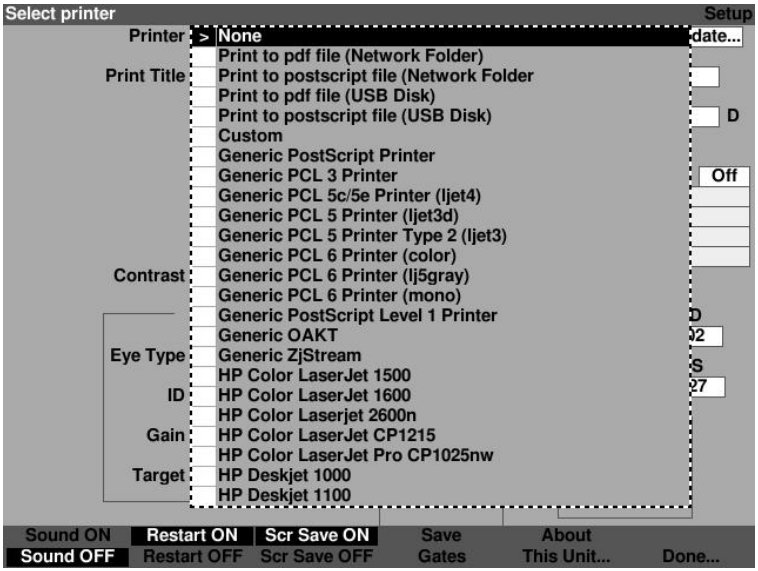

Figure 5-26 Printer Selection "None"
4. Rotate the knob until "none" is selected as shown in figure 5-26.